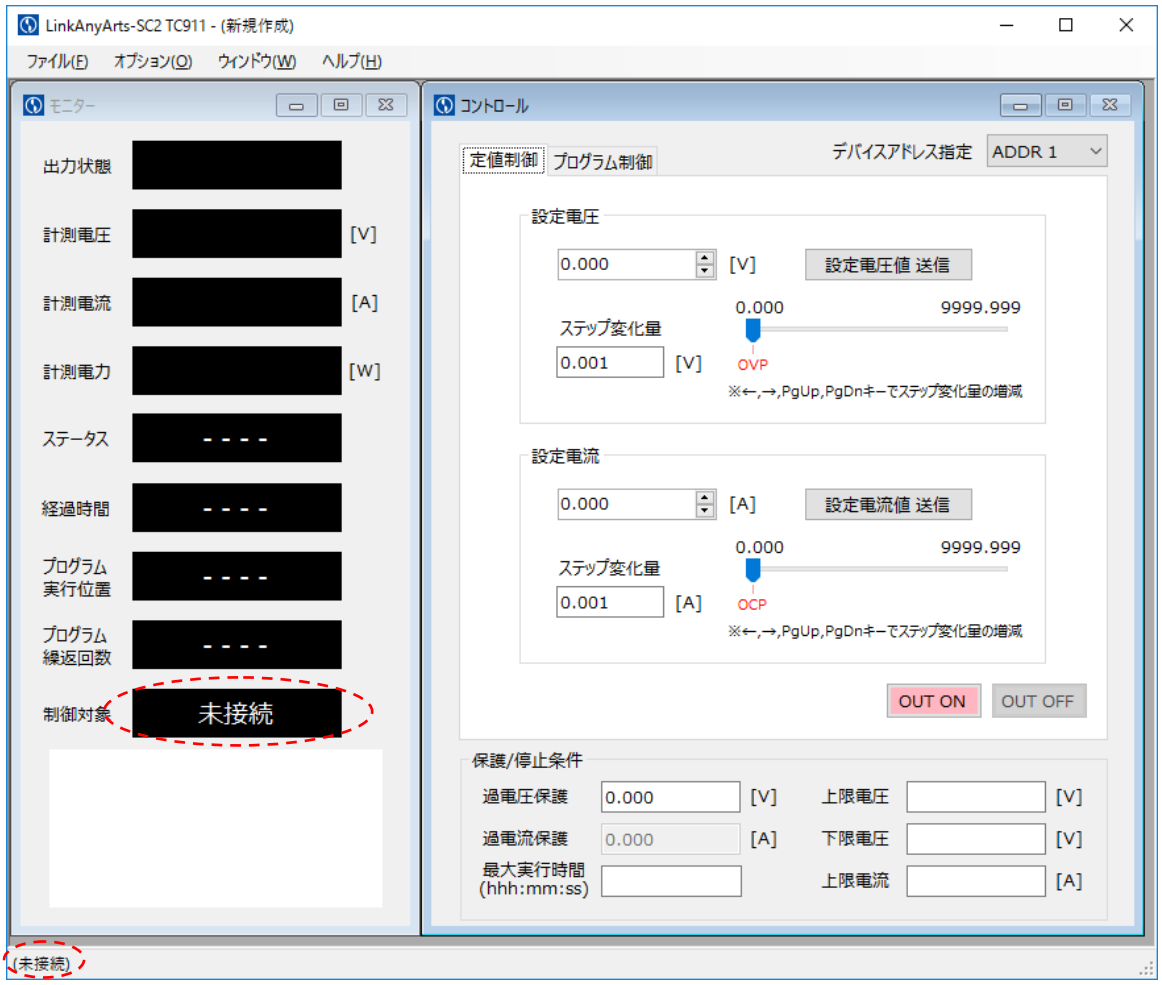

図 3-4 オフライン状態
(2)装置との接続に失敗し、ソフトウェアがオフライン状態(図 3-4 点線部が「未接続」)で起動した場合、下記に示す原因の対処を行ってください。
対処後、図 3-4 下部の「(未接続)」表示をクリックすることで、接続のリトライが行えます。